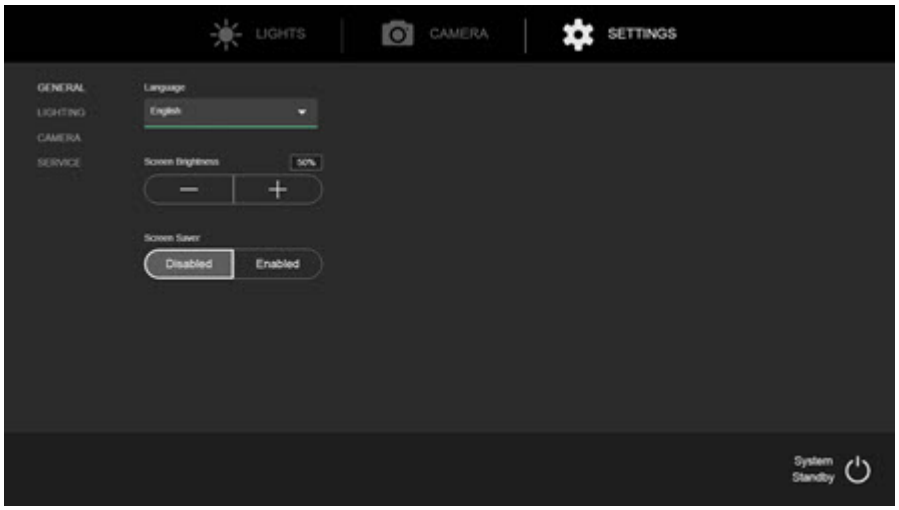

Figura 6-39. Brillo de la pantalla
1. Pulse el botón Configuración en el IWC. Consulte la *Figura 6-39*.